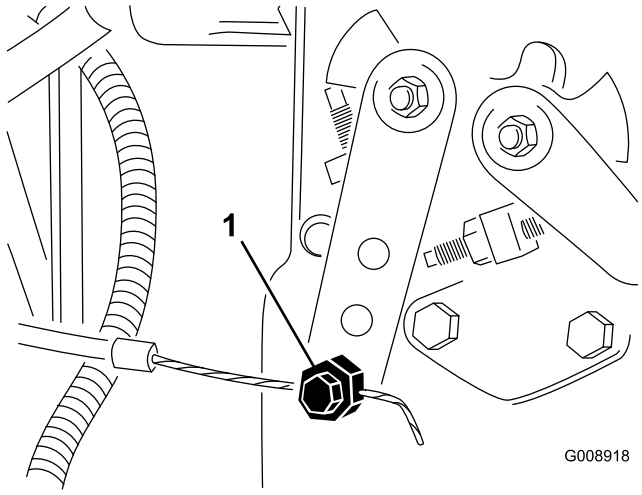

Figur 74
2. Løsne gasskabelkontakten på spaken på innsprøytingspumpen (Figur 74).